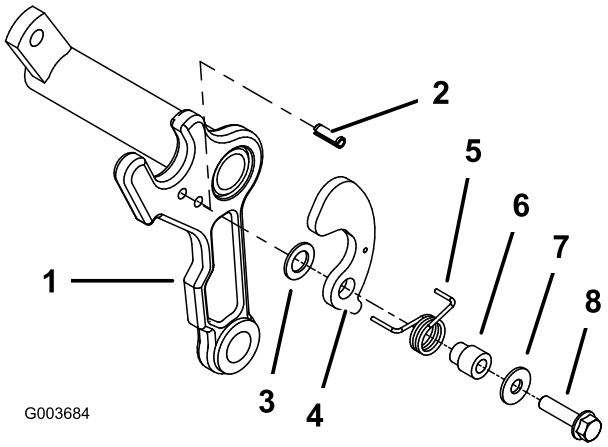

Figura 6
6. Montate una spina nel foro inferiore dal lato opportuno del telaio portante di ogni apparato di taglio (Figura 6).
7. Sul lato del telaio su cui è installata la spina fissate una rondella in plastica, la staffa del cesto, la molla di torsione, l'anello del cesto, la rondella piatta (.344 x .875) e il bullone (5/16 x 1-1/4 pollici) (Figura 6). Posizionate il lato più lungo della molla attorno alla parte anteriore del telaio portante e inserite il lato posteriore più lungo nel foro della staffa del cesto.